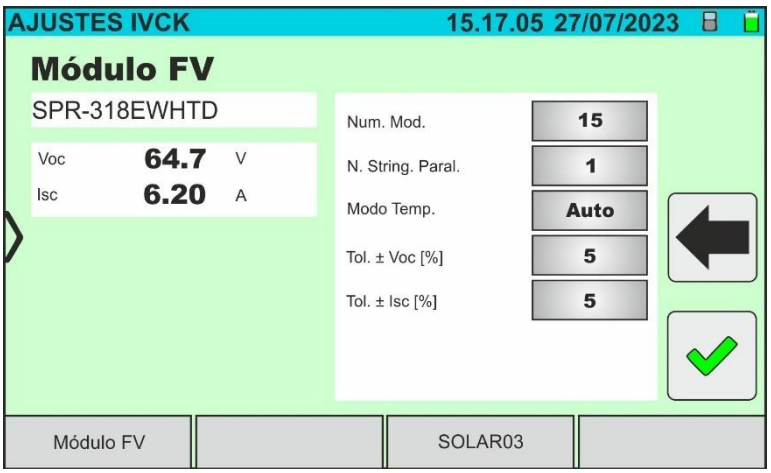

Fig. 67: Configuración parámetros de medida de la curva I-V
5. Toque la tecla "**Ajustes**" (referencia de los módulos Monofaciales). Se muestra la siguiente pantalla en la Fig. 67. Se indican los siguientes parámetros: